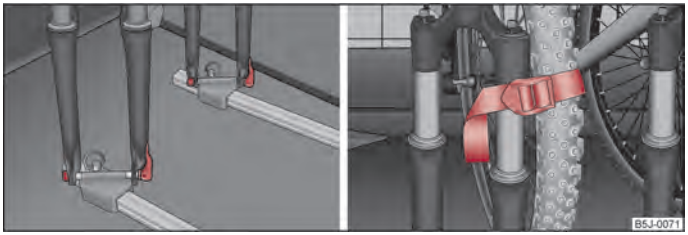

Fig. 58 Inserimento della bicicletta / fissaggio della ruota anteriore
– Posizionare la forcella della bicicletta e fissarla con l'unita di serraggio rapido ⇒fig. 58 - a sinistra.
– Montare al meglio la ruota anteriore estratta tra la manovella del pedale sinistro ed il telaio della bicicletta; fissarla con una cinghia sulla forcella anteriore ⇒fig. 58 - a destra, o a un punto di fissaggio.